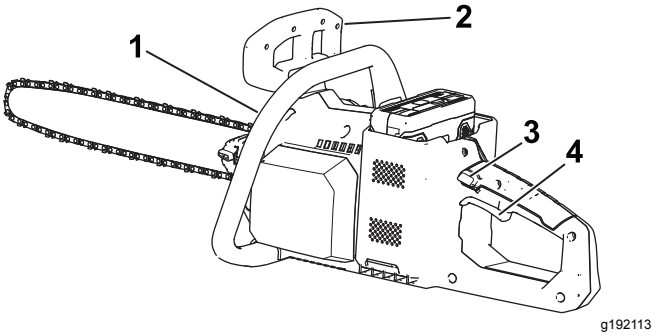

Figura 9
6. Con una mano en la empuñadura delantera y la otra en la empuñadura trasera, presione el seguro del gatillo y luego apriete el gatillo (Figura 9).